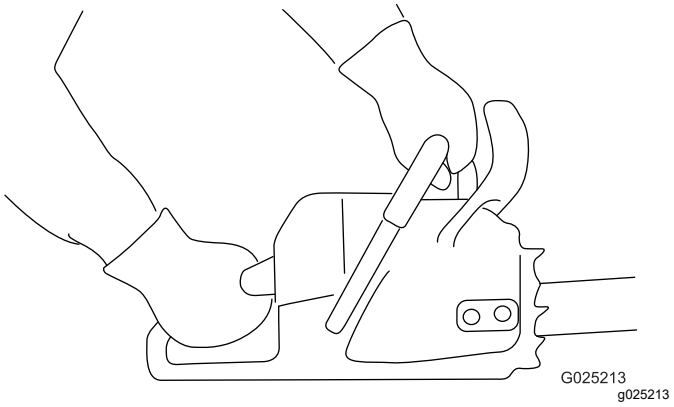

**Figuur 11**
1. Hou de kettingzaag met 2 handen vast, met uw linkerhand op de voorhandgreep en uw rechterhand op de achterhandgreep, zoals in Figuur 11.
1. Hou de kettingzaag vast zoals in Figuur 11
3. Hou de kettingzaag vast zoals in Figuur 11.
1. Hou de kettingzaag vast zoals in Figuur 11.